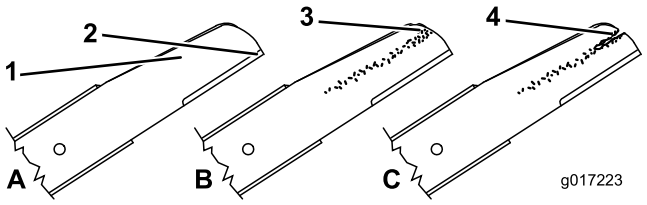

Рисунок 30
1. Осмотрите режущие кромки (Рисунок 30). Если кромки не острые или зазубренные, снимите ножи и заточите или замените их.
2. Осмотрите сами ножи, обратив особое внимание на состояние их фигурных частей (рис. 42). При обнаружении повреждений, износа, образования бороздки на этих частях (Рисунок 30) незамедлительно замените ножи новыми.